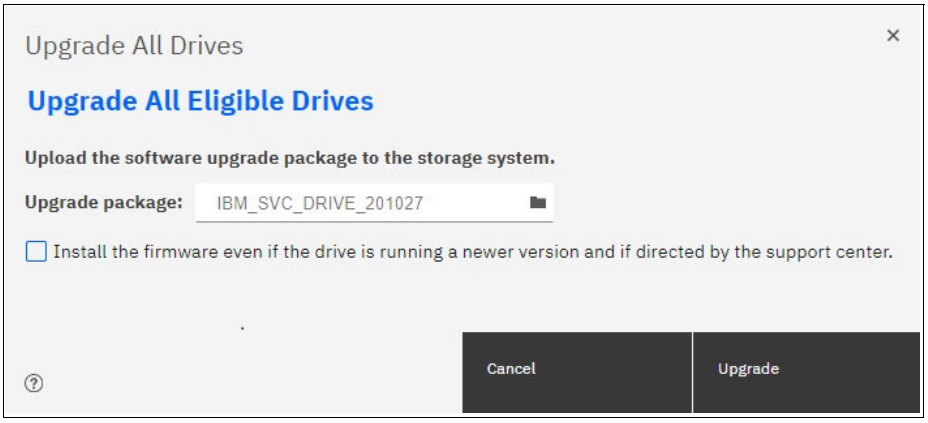

Figure 10-6 Drive firmware upgrade
2. As shown in Figure 10-6, in the Upgrade Package window, browse to the drive firmware package that you downloaded as described in 10.5.2, “Obtaining software packages” on page 417.